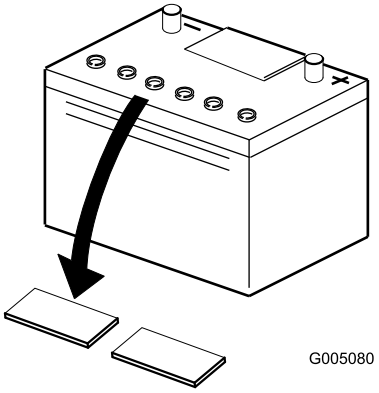

**Figur 6**
2. Rengör batteriets ovansida och ta bort luftarlocken (Figur 6).